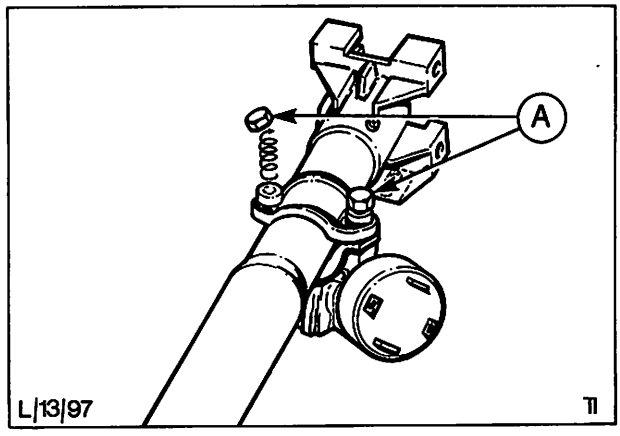

Abb. 19 A = Abreißschrauben – Lenkschloß
23. Lenk-Zünd-Startschloß aufsetzen und mit zwei neuen Abreißschrauben befestigen. Schrauben bis zum Abreißen der Köpfe festziehen, Abb. 19.